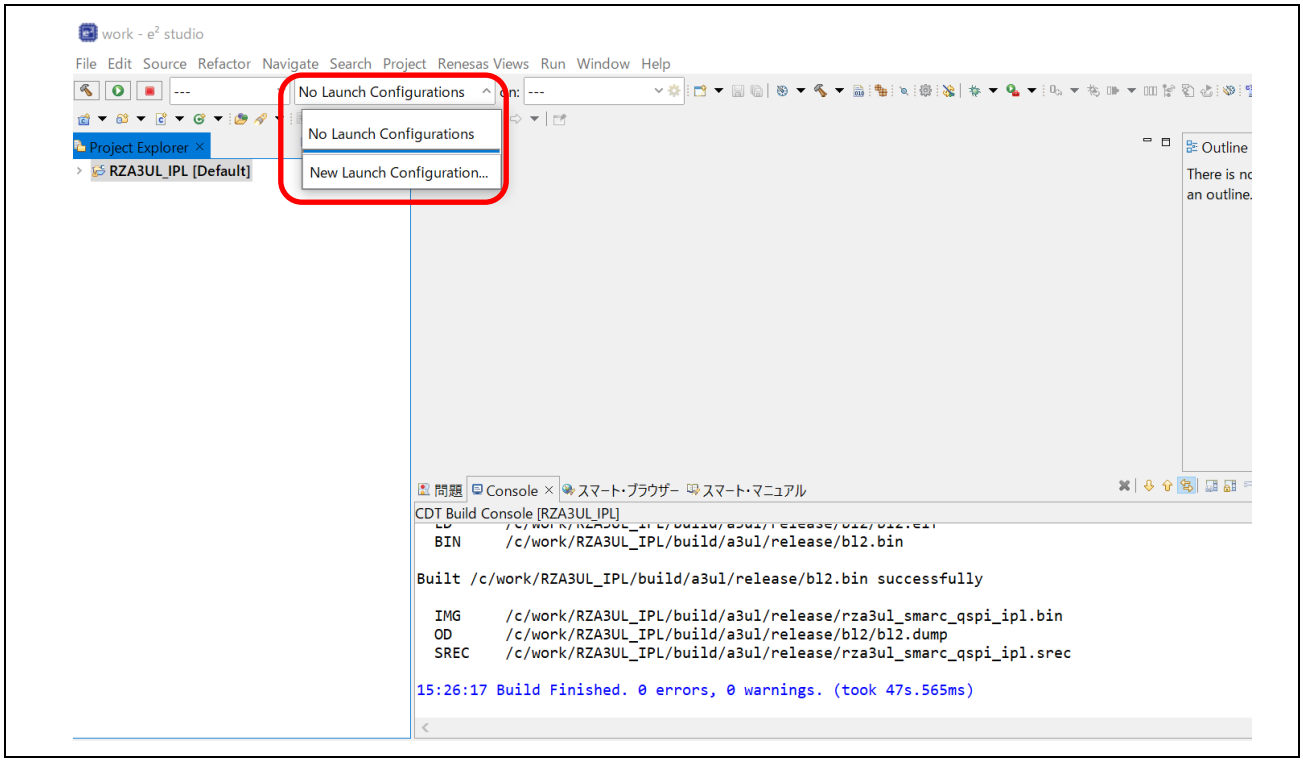

**Figure 8.1 Create Debug Configuration (1)**
1. Select [New Launch Configuration…] on the main window of e² studio as shown in Figure 8.1.